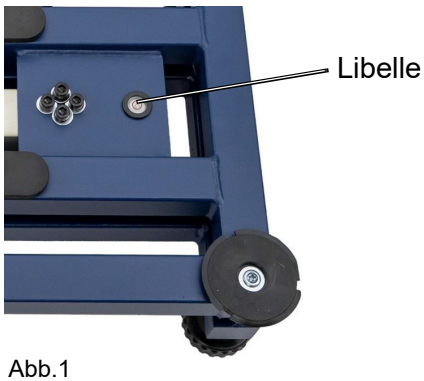

Abb.1
- Nivellieren Sie die Plattformwaage mit Hilfe der Libelle, siehe Abb.1.